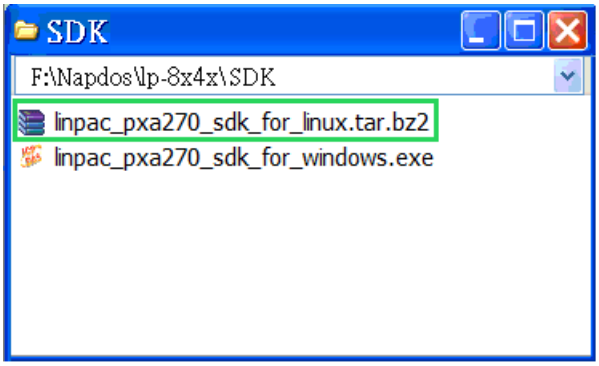

Fig. 2-1
2. Insert the installation CD into your CD-ROM driver (refer to Fig.2-1 and 2-2). Locate the "**linpac_pxa270_sdk_for_linux.tar.bz2**" file in the \napdos\lp-8x4x\SDK\ folder, or visit thre ICP DAS website to download the latest version.